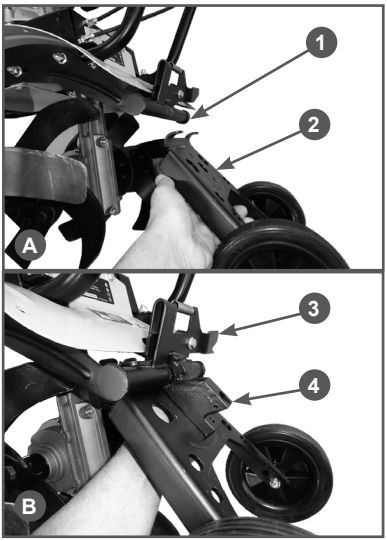

Рис. 5 Установка транспортировочной тележки
4. Установите на задний кронштейн рамы мотокультиватора транспортировочную тележку с колесами. Зацепите за кронштейн 1 рамы транспортировочную тележку 2 (Рис. 5А). Приложите к тележке кронштейн 4 сошника (Рис. 5В), совместите отверстия в тележке и кронштейне, вставьте в отверстия два болта крепления и закрутите их до упора.
В кронштейне сошника предусмотрены три паза для установки транспортировочной тележки в три положения – транспортировка, стоянка и культивация. При установке кронштейна сошника и транспортировочной тележки на задний кронштейн рамы мотокультиватора необходимо нажать на рычаг 3 фиксатора транспортировочной тележки (Рис. 5) и завести кронштейн сошника под фиксатор транспортировочнлй тележки. В противном случае фиксатор транспортировочной тележки будет мешать установке.